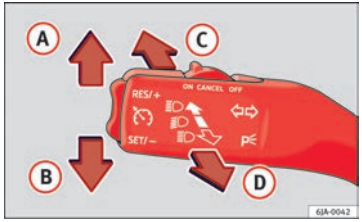

Fig. 57 Turn signal and main beam headlight lever
– Move the turn signal lever ⇒ Fig. 57 towards the steering wheel, pressing it down and keeping it in this position.
– Move the turn signal lever ⇒ Fig. 57 towards the steering wheel, pressing it up and keeping it in this position.
– Move the lever ⇒ Fig. 57 up (A) or down (B).
– Press the lever ⇒ Fig. 57 forwards in the direction indicated by arrow (C).
– Pull the lever back to its original position in the direction indicated by arrow (D) to switch the main beam off.
– Pull the lever ⇒ Fig. 57 towards the steering wheel (point of resistance) in the direction indicated by arrow (D).
– Move the turn signal lever ⇒ Fig. 57 ⇒ page 100 up or down to turn on the right or left-hand parking lights respectively.